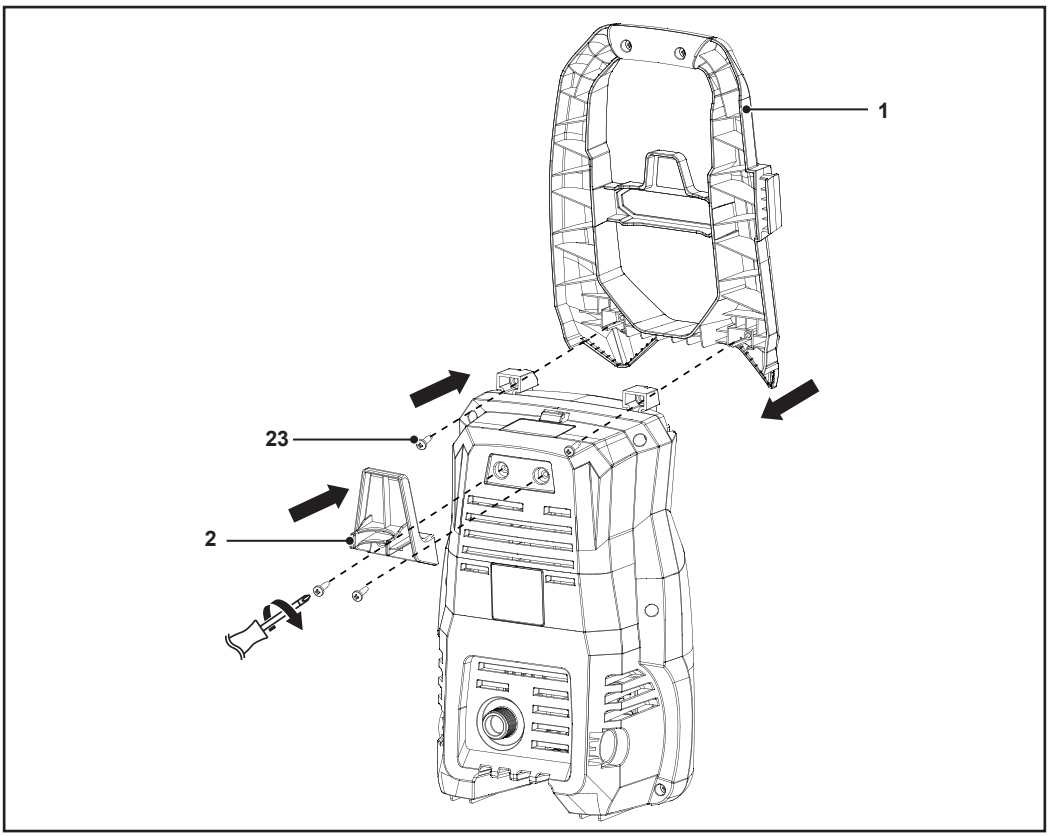

Fig. 1
1. Utilice 4 tornillos (23) para fijar el asa (1) y el gancho del cable de alimentación (2) al aparato (Fig. 1).